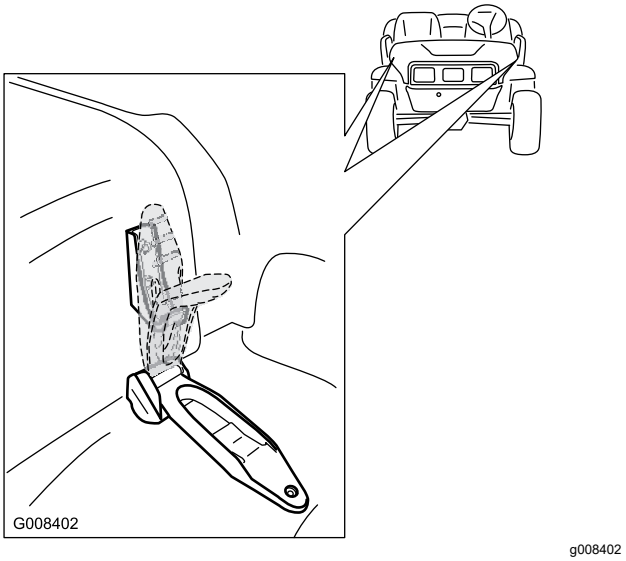

Figuur 22
1. Til de handgreep van de rubberen grendels aan weerszijden van de motorkap op (Figuur 22).
2. Bevestig de motorkap door de rubberen grendels uit te lijnen met de grendelbevestigingen aan weerszijden van de motorkap (Figuur 22).